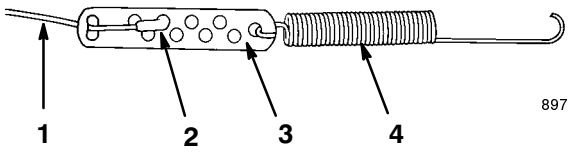

Figur 4
3. Fest enden av kabelen til kabeljustereren som vist i figur 4.